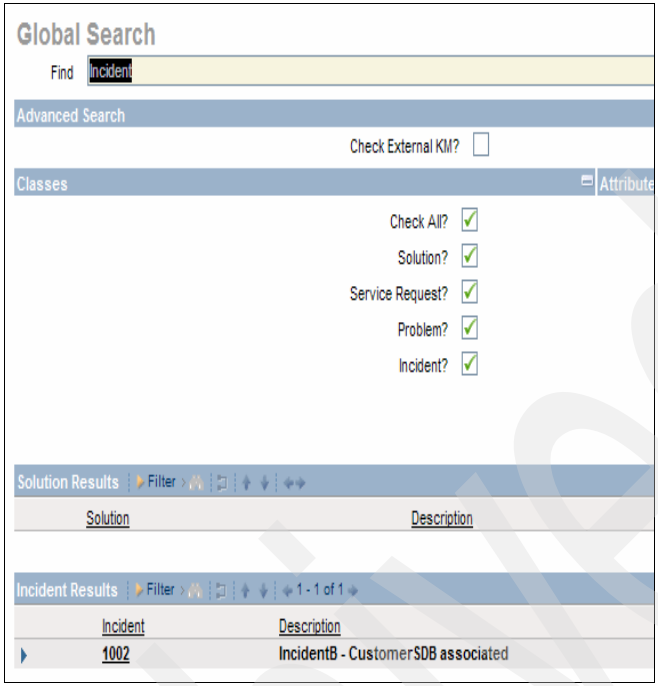

Figure 13-26 Only the Incident for CustomerSDB was found
7. In the search field, type `Incident`, and press Enter, as shown in Figure 13-26 on page 253.